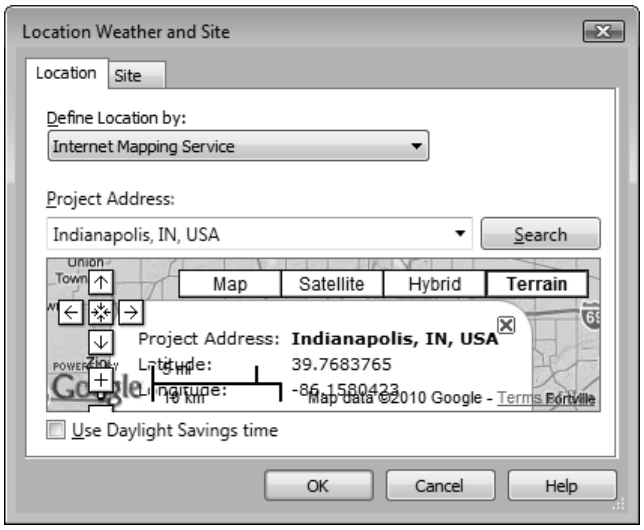

***Figure 3-55** The desired location displayed in the **Location Weather and Site** dialog box*
3. In the **Project Address** edit box, delete the default text, and enter **Indianapolis**, and then choose the **Search** button; the desired location is displayed on the map in the area below the edit box. Note that the search uses the Google Map service to display the location, refer to Figure 3-55.